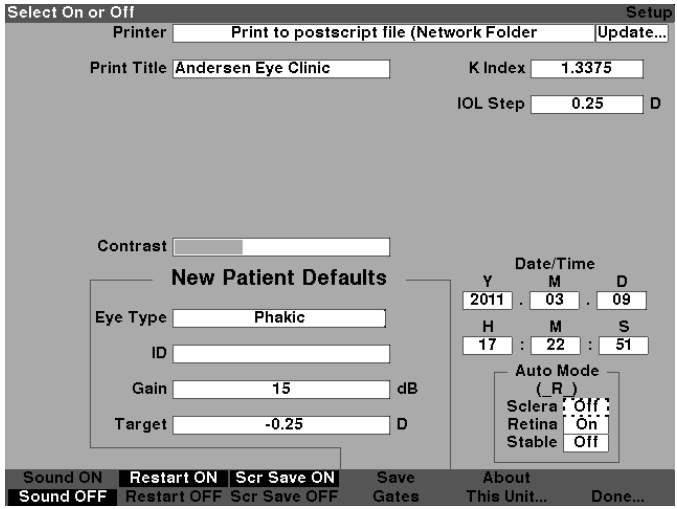

Figure 5-68 Auto Mode Sclera Field Activated
2. Press the knob or the √ button, to activate the field, indicated by the dashed border as shown in figure 5-68.